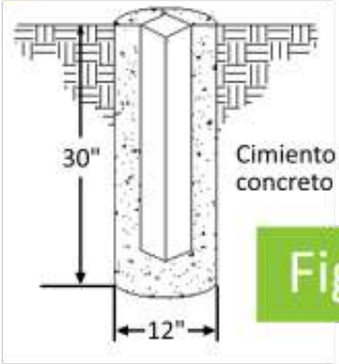

Fig. 2
1. Cave hoyos para los postes, asegurándose de no mover las estacas de la cuerda. La cuerda puede ser removida y reemplazada después de cavar los hoyos. Los hoyos deben tener aproximadamente 12" de diámetro y 30" de profundidad (dependiendo de los códigos locales). Los hoyos deben cavarse de manera que permitan cantidades iguales de concreto en todos los lados de los postes (ver Fig. 2).